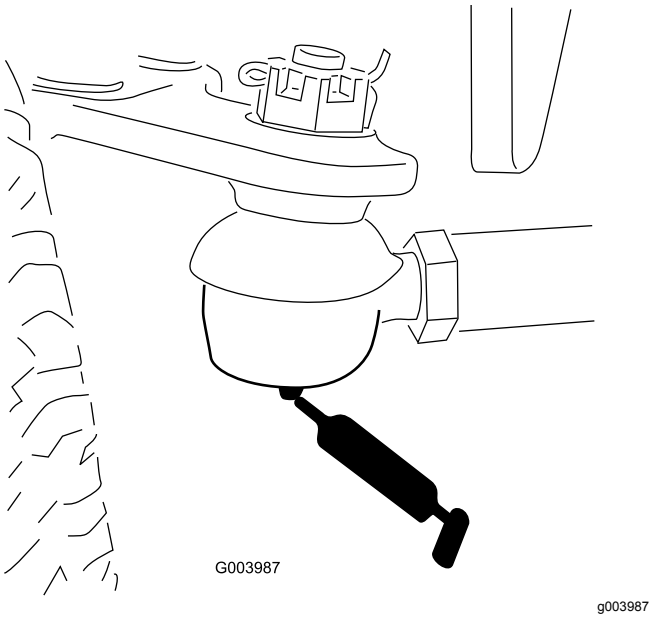

Figur 66
- Bakaxelns dragstång (2) (Figur 66)